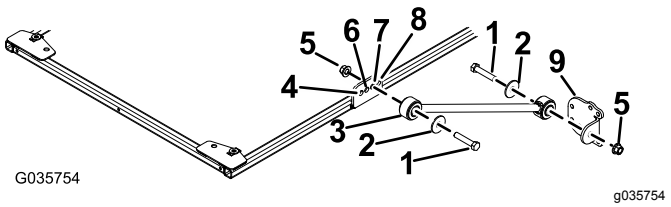

Figura 35
2. Su ciascun lato del telaio del parasole montate, senza serrarlo, un supporto di ancoraggio sul terzo foro della relativa staffa con un bullone (½" x 2½"), una rondella (½") e un dado flangiato (½"), come illustrato nella Figura 35.
3. Montate, senza serrarla, una staffa di ancoraggio su ciascun supporto di ancoraggio con un bullone (½" x 2½"), una rondella (½") e un dado flangiato (½"), come illustrato nella Figura 35.